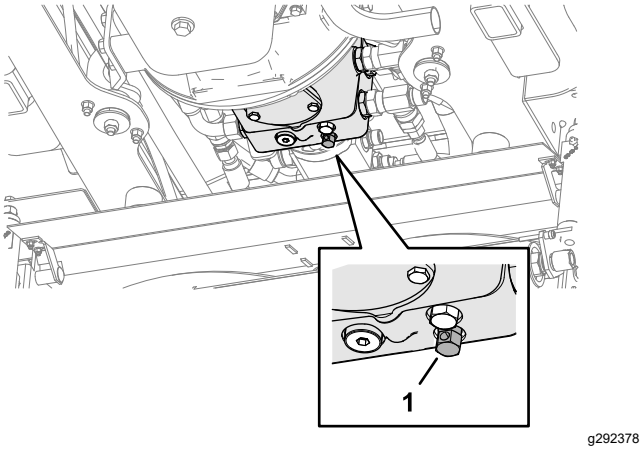

Рисунок 43
1. Сбросьте давление в рабочей гидравлической тормозной системе, повернув перепускной клапан, расположенный под насосом трансмиссии, против часовой стрелки максимум на 3 оборота (Рисунок 43).